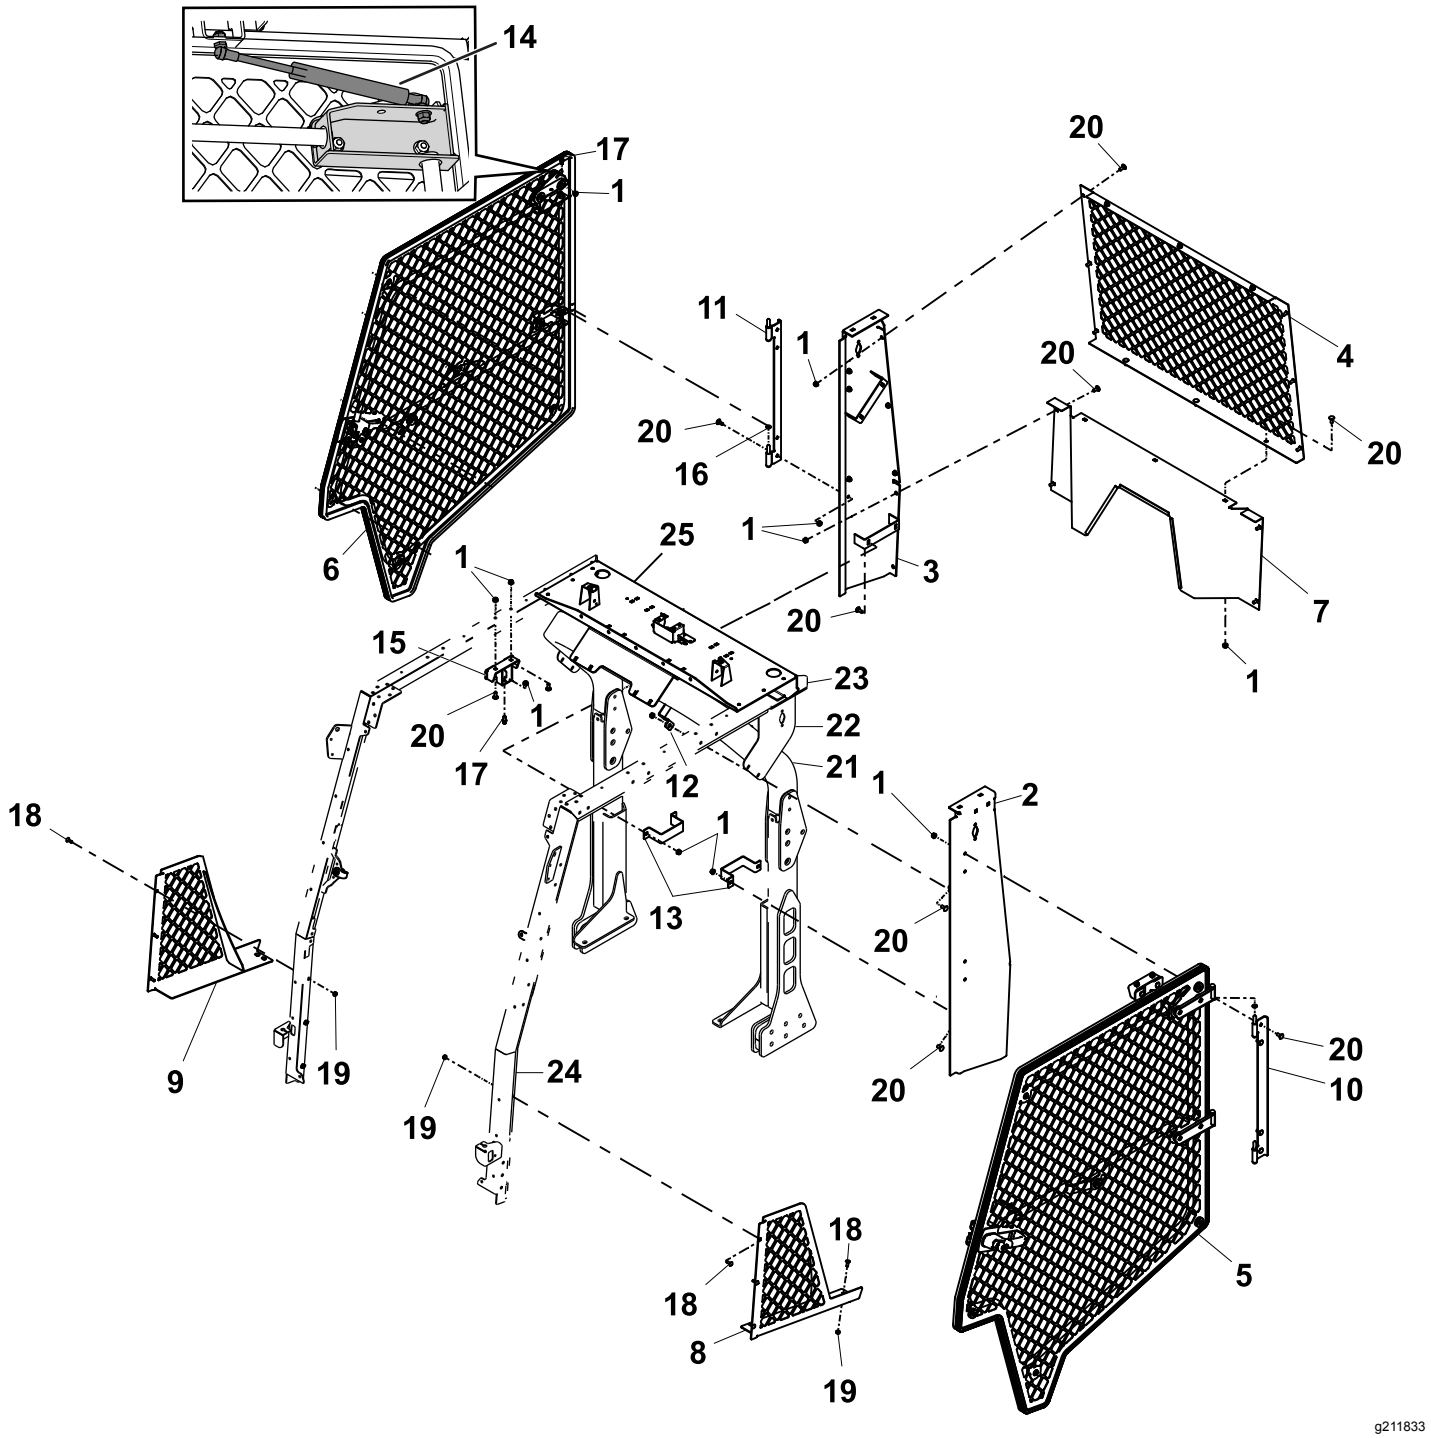

Figur 2
6. Om en vältskyddsexpansion med två stolpar har monterats på enheten tar du bort sidopanelerna som används för montering av lampor på vältskyddsstolparna (Figur 2).
Se Figur 2 när du utför de följande stegen.